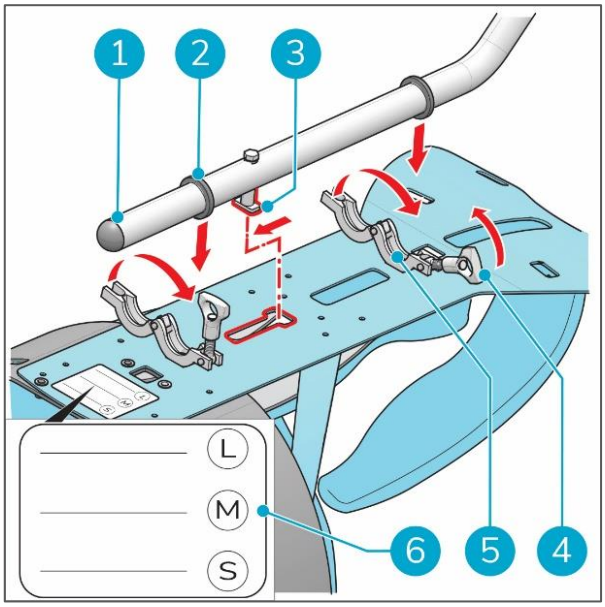
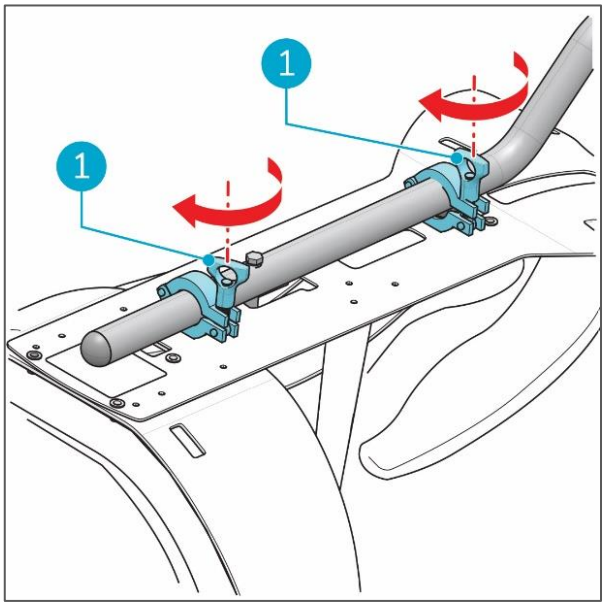

Abbildung 4
Abbildung 5
2. Das Unterteil des Stützrohrs (Abbildung 4, Pos. 1) in die geöffneten Montageklemmen (Abbildung 4, Pos. 5), mit dem Sicherheitshaken (Abbildung 4, Pos. 3) in die Öffnung im Gurtzeug einsetzen.
3. Schieben Sie das Rohr auf die gewünschte Arbeitshöhe: Groß, Mittel oder Klein (Abbildung 4, Pos. 6).
4. MAchten Sie darauf, die Gummiringe (Abbildung 4, Pos. 2) in die Montageklemmen zu stecken.
5. Schließen Sie die Montageklemmen (Abbildung 4, Pos. 4) und ziehen Sie die Befestigungselemente fest. (Abbildung 5, Pos. 1).